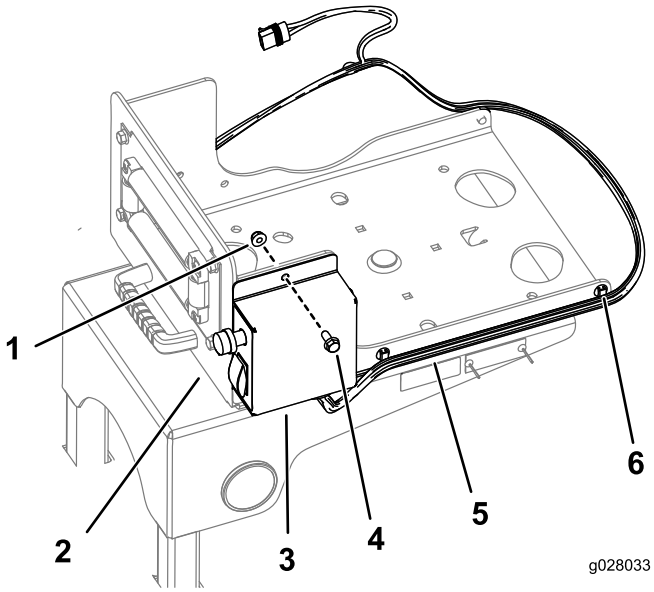

Figur 10
3. Montera kopplingsdosan på lekarplattan med två bultar (5/16–18 x 1/4 tum, GR5) och två flänsmuttrar (5/16–18 tum) enligt Figur 10.
4. Fäst kablaget på sidorna av lekarplattan med de befintliga klämmorna (Figur 10).